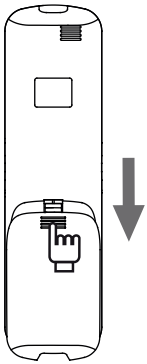

Rysunek 2.6
1) Przesuń pokrywę baterii na tylnej ściance pilota, w kierunku oznaczonym strzałką (Rysunek 2.6).